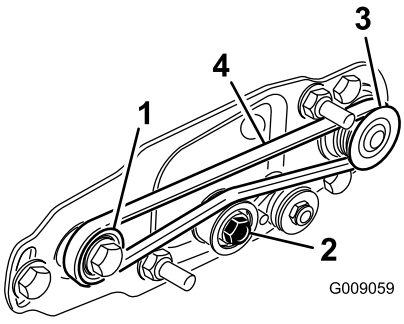

Figur 25
- Legg remmen rundt den **drevne** remskiven og så over toppen av lederullen (Figur 25).
- Start remmen på **driv**remskiven (Figur 25).